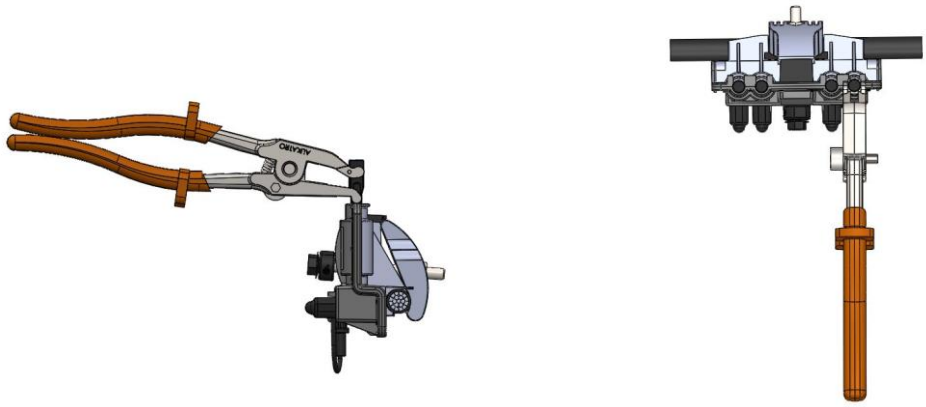

Figura 6
Passo 1: Pegue o alicate ALIKATRO e encaixe-o na haste da janela a ser conectada. Observe a posição e aplicação correta de encaixe do ALIKATRO conforme a figura 6.